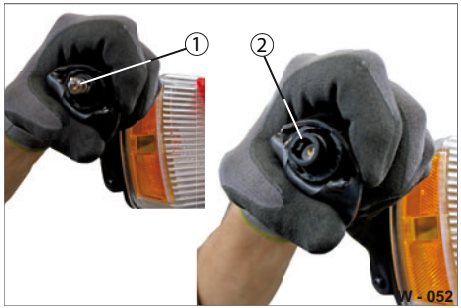

Abb. 52 Lampe wechseln
- ▶ Drehen Sie die defekte Lampe (Abb. 52/1) aus.